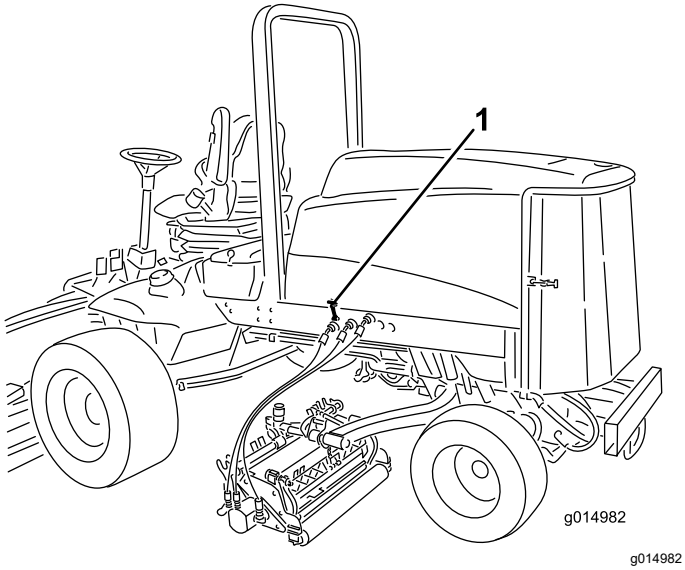

Figur 4
1. Hekt løs panserlåsen fra panserlåsebraketten (Figur 4).